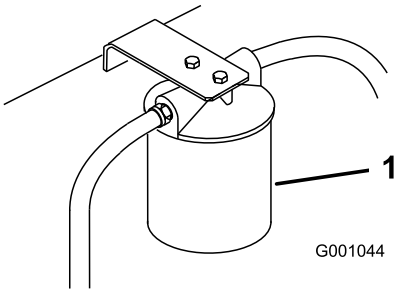

**Figur 70**
4. Stil et aftapningskar under filteret, fjern det gamle filter, og tør filteradapterpakningens overflade ren (Figur 70).